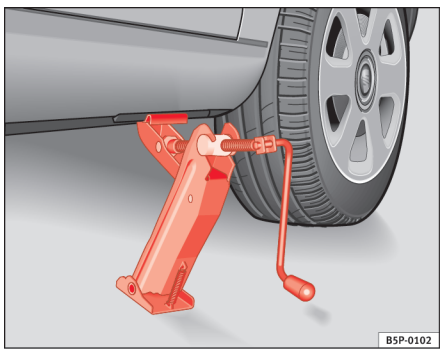

Fig. 153 Sådan sættes donkraften på.
– Stil donkraften således, at dens griber får fat i kanten på panelet, og den bevægelige bundplade står plant på jorden ⇒ side 230, fig. 153.